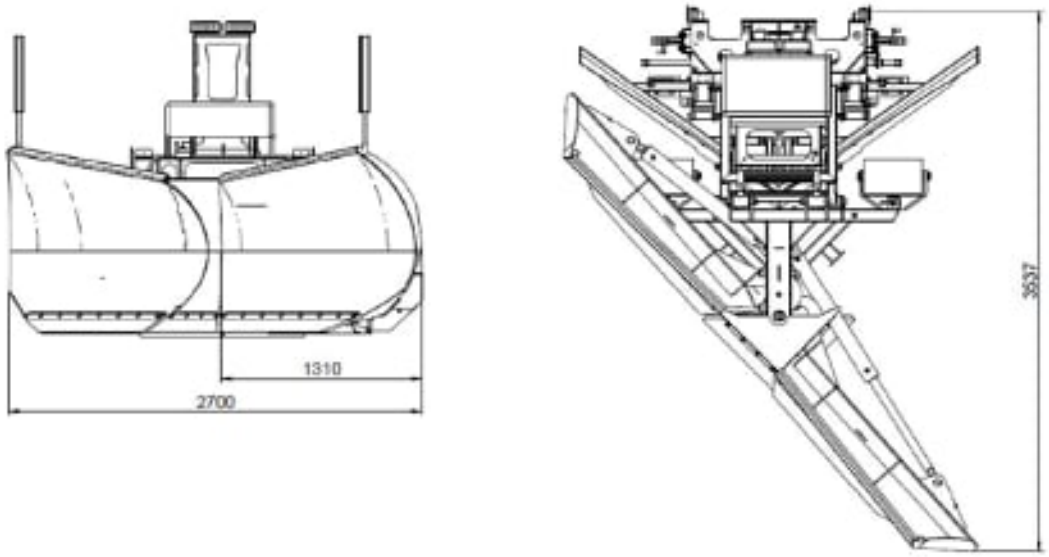

Fig. 3: Vomere in posizione "R"
- posizione laterale destra o sinistra (posizione destra "R", sinistra "L"), cfr. Fig. 3